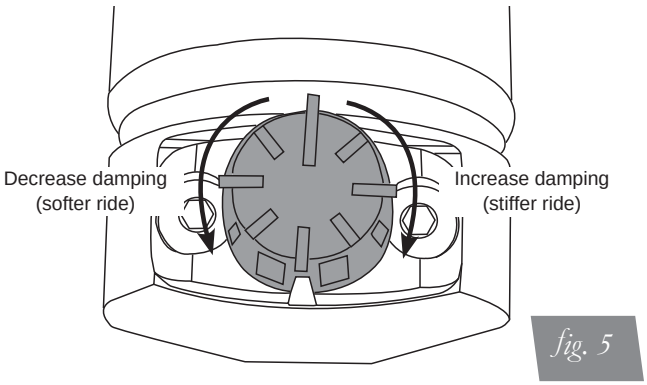

fig. 5
1. Some vehicles come with a nine-position damping dial for added adjustability (fig. 5). If not, proceed to 2.